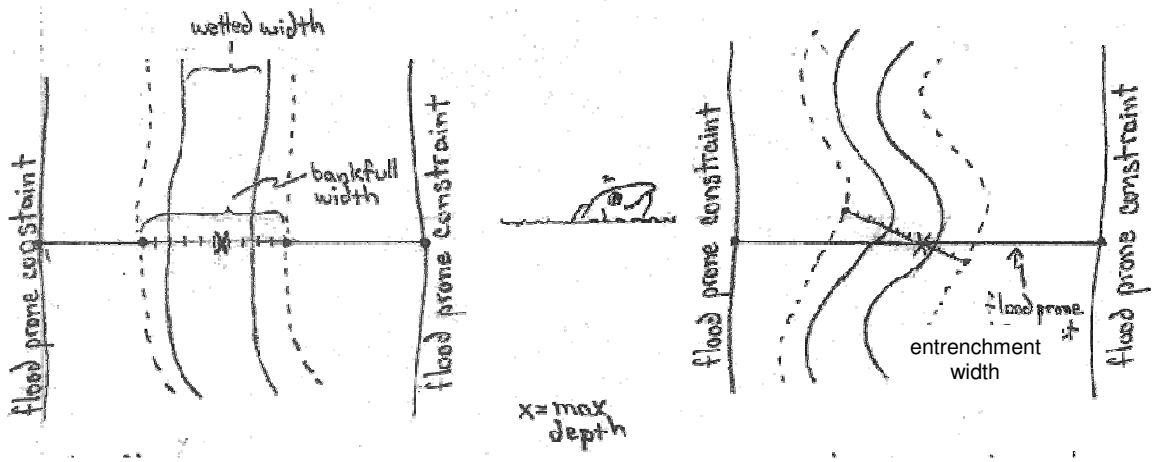

Figure 13. Measure entrenchment width perpendicular to the flood prone constraints (AREMP 2004).
10. Measure the entrenchment width at the cross-section. This is the width of the channel/floodplain at twice the maximum bankfull depth as determined during the cross-section measurement. Use a hand level to determine the correct elevation. Record the width to the nearest 10 cm. The cross-section may have to be rotated so that the entrenchment measurement is perpendicular to the flood prone constraints. Rotate the cross-section at the maximum depth location (Figure 13).